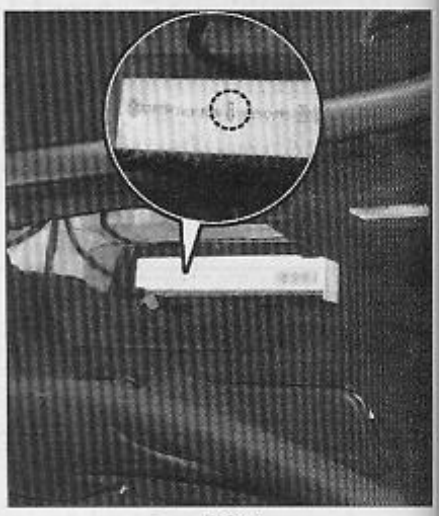

FIG. 6
- Retirer le filtre à air d'habitacle de son logement (Fig.6).